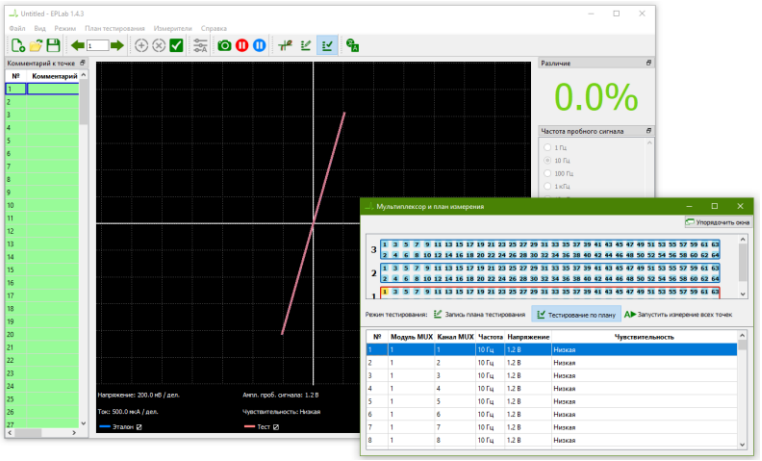

Рисунок 4.34 - Вид окон ПО EPLab при выбранном канале мультиплексора.
7. Если необходимо перезаписать конкретную точку, кликните правой кнопкой мыши по номеру соответствующего канала в окне «Мультиплексор и план измерения». Активный канал подсветится желтым цветом, а в главном окне EPLab будет отображена измеряемая ВАХ (рис. 4.34). Также можно выбрать нужный канал в таблице. Затем зафиксируйте ВАХ с помощью кнопки **Пробел** или